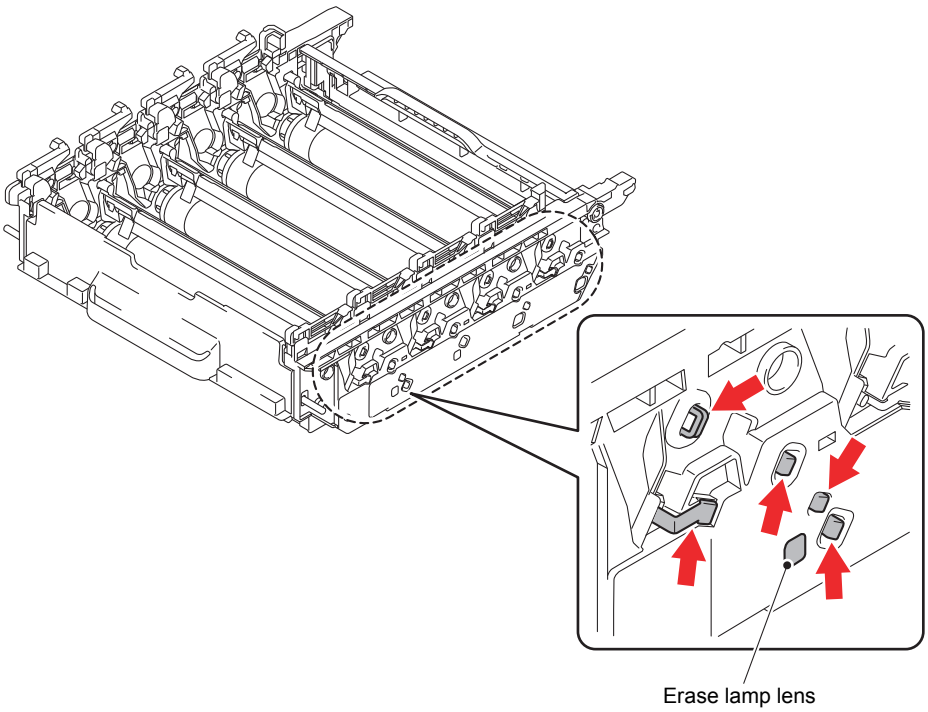

Fig. 2-6
- Clean the terminal of the drum unit. (Refer to Fig. 2-6 (P2-55).)